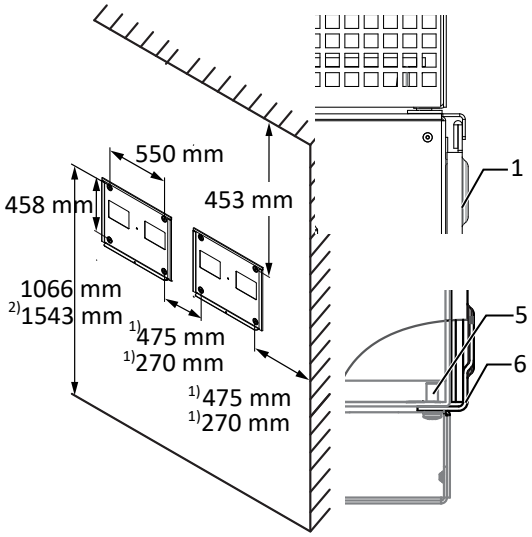

Fig. 12: Wall mounting
- Minimum clearances to be observed during installation: [See figure 12 [▶ Page 17]
2. Fit the device onto the upper mount by means of the mounting bracket. Fit the device onto the lower mounting bracket in full so that the device sits flush with its rear side on the mount ([See figure 12 [▶ Page 17]).